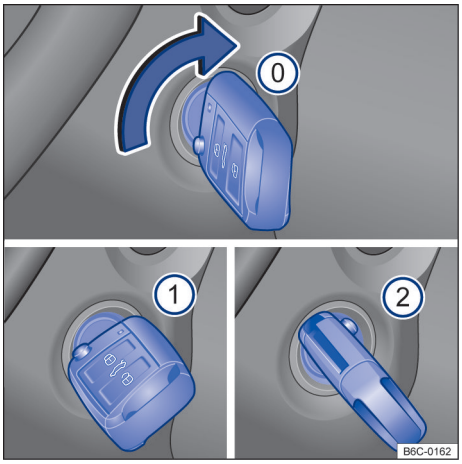

Fig. 86 Ao lado do volante, à direita: posições da chave do veículo no cilindro da ignição.
Posições da chave do veículo → Fig. 86
(0) Ignição desligada. A chave do veículo pode ser retirada.
(1) Ignição ligada.
(2) Pisar no pedal do freio e ligar o motor. Quando o motor pegar, soltar a chave da ignição. Ao soltar, a chave do veículo retorna à posição → Fig. 86 (1).
– Girar a chave do veículo na posição → Fig. 86 ①. A ignição está ligada.
– Girar a chave do veículo no cilindro da ignição para a posição → Fig. 86 ② – não acelerar. Quando o motor começar a funcionar, soltar a chave do veículo no cilindro da ignição.
– *Veículos com cilindro da ignição:* girar a chave do veículo no cilindro da ignição na posição → Fig. 86 ⓪.